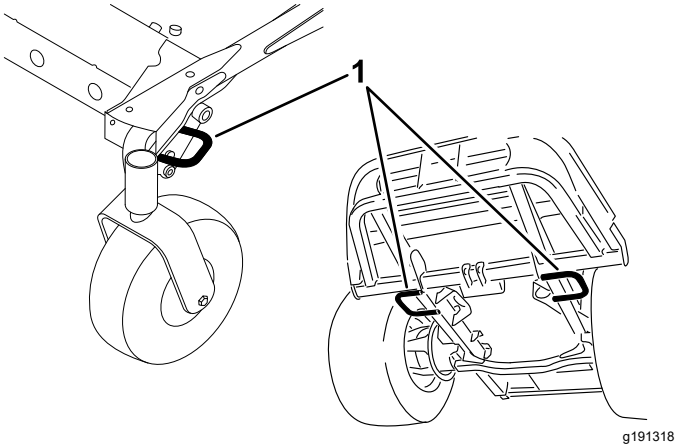

Figuur 66
5. Gebruik de bindogen op de machine om deze met banden, kettingen, kabels of touwen goed te bevestigen op de aanhanger of de vrachtwagen (Figuur 66).